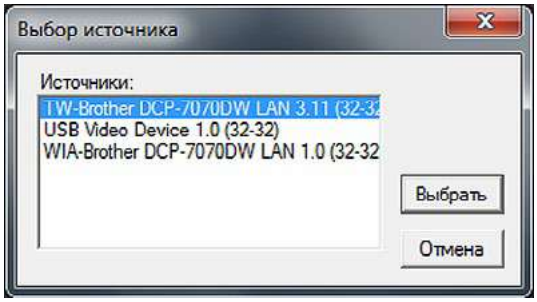

Рис. 2. Выбор МФУ
2.4. Выбрать в списке МФУ (рис. 2).